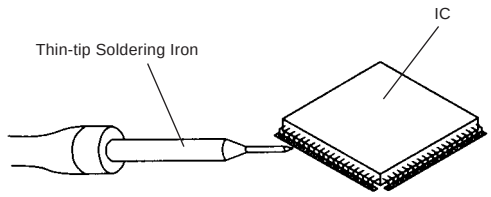

Fig. 3-8
4. When bridge-soldering between terminals and/or the soldering amount are not enough, resolder using a Thin-tip Soldering Iron. **(Refer to Fig. 3-8.)**